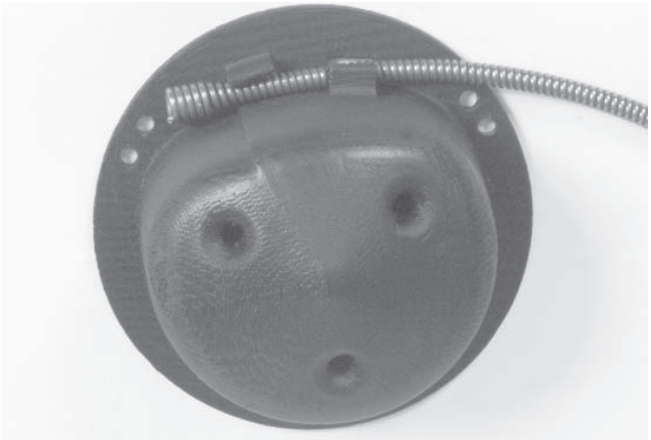

図 16 －ケーブルのインナードラムへの取り付け
7. 新しいケーブルの端部をアウタードラムに通し、インナードラムに取り付けます。（図 16）インナードラムに記載の指示に従って、ケーブル取り付けの方向を確認してください。